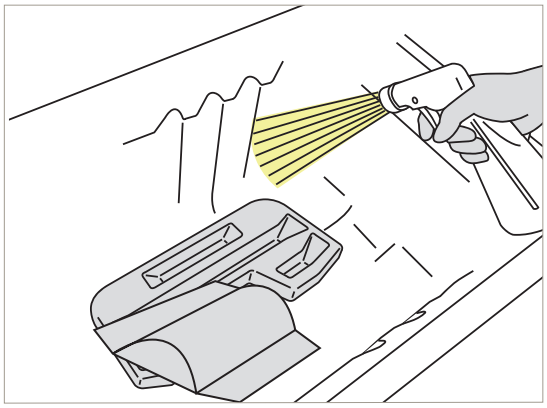

Abbildung 64
20. Besprühen Sie alle Innenflächen der Classic Line 2 Badewanne und das Zubehör auf dem Boden der Classic Line 2 Badewanne mit Desinfektionsmittel. Drehen Sie das Zubehör herum und besprühen Sie es auch auf der anderen Seite. Achten Sie auf Teile, Knäufe und Sensoren, die auf der Wannenoberfläche angebracht sind, z. B. Ablauföffnungsknauf und Griffe. Siehe Abbildung 64.